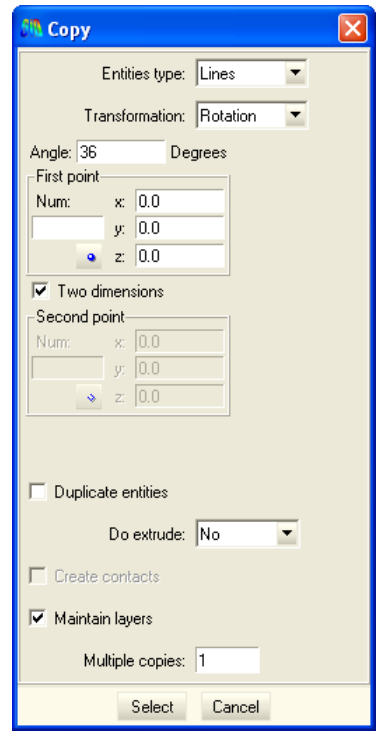

*Figure 9. The **Copy** window*
1. Use the **Copy** window, located in **Utilities→Copy** (see Figure 9).